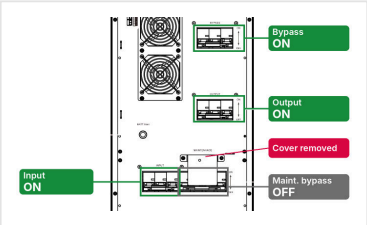

FIGURE 8-1 Step 1: cover removed, load on bypass
1. Remove the cover of the maintenance-bypass breaker. The door switch opens: the UPS turns its inverter off and transfers the load to bypass (Figure 8-1). Check that the main page shows the bypass output.